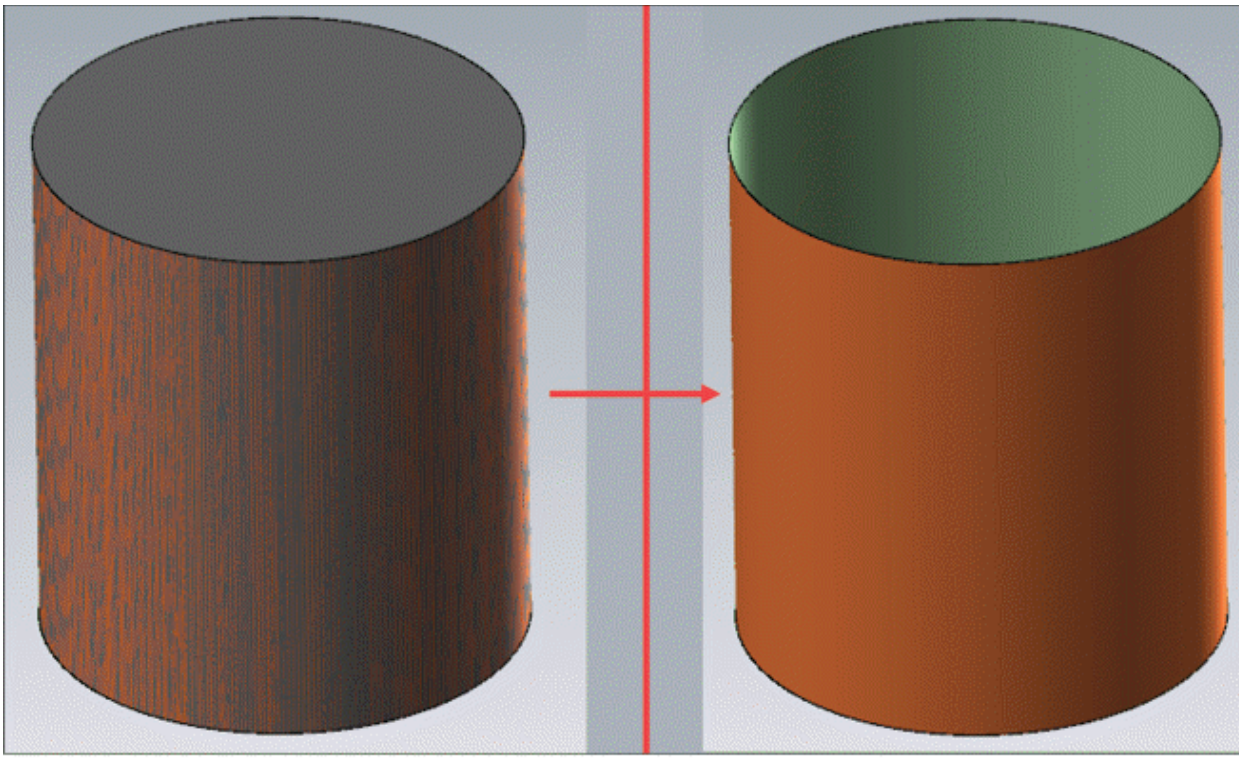

Figure-12. Preview of surface from solid
- After setting desired parameters, click on the **OK** button from the **Manager**. The surface will be created; refer to Figure-12.